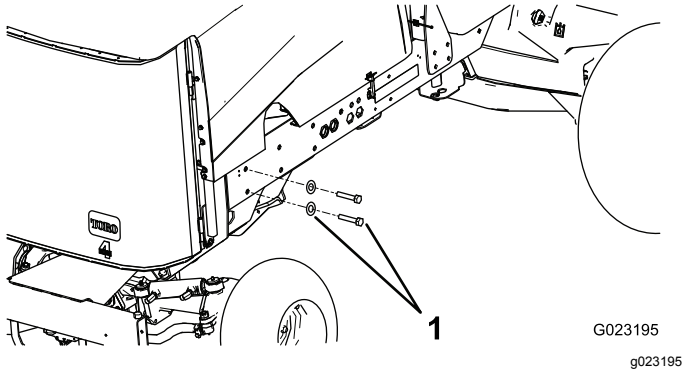

Figure 20
4. Remove the 2 rear bolts and 2 washers from the right frame rail (Figure 20).